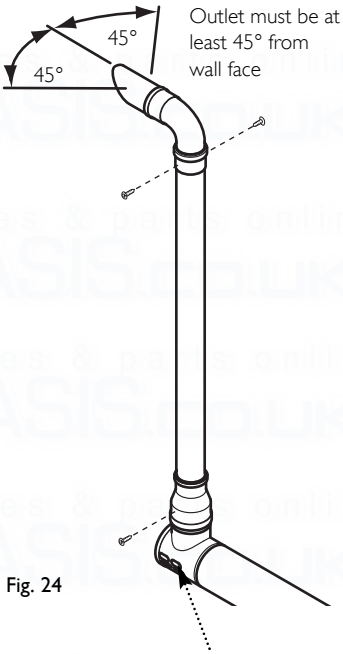
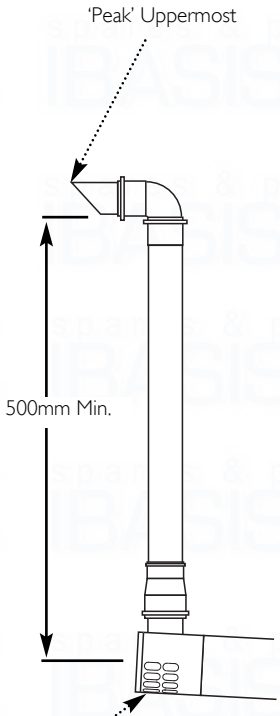

Fig. 24
Fig. 25
3. The plume outlet must always be at least 45° to the wall, with the 'peak' uppermost to prevent rain entry (Figs. 24 & 25), and be at least 2 metres above ground level. It must be secured as shown in Fig. 18a. The plume outlet must also be at least 500mm from the air inlet in any direction (Fig. 25).